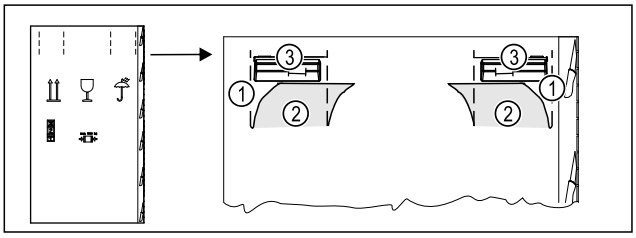

Fig. 5
▶ Trykk inn emballasjen på toppen av perforeringen *Fig. 5 (1)*.
▶ Trekk ut de inntrykte klaffene *Fig. 5 (2)*.
▷ Bærehåndtak *Fig. 5 (3)* høyre og venstre er synlig.
▶ Hold apparatet i bærehåndtakene *Fig. 5 (3)*.